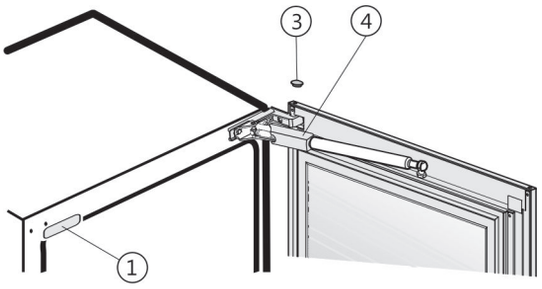

*Fig. 3*
▶Afdekking *Fig. 3 (1)* en stoppen Fig. 3 (3) wegnemen.
▶Afdekking van de sluitdemper *Fig. 3 (4)* naar achteren schuiven en afnemen.
- Afdekking *Fig. 3 (4)* van de sluitdemper opzetten en naar voren schuiven.